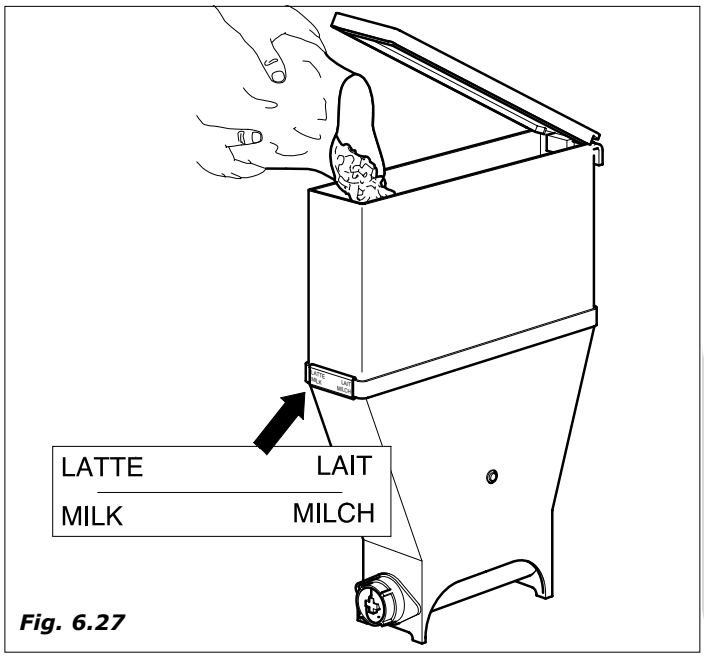

Fig. 6.27
- levantar a tampa de cada recipiente e por o produto como indicado na etiqueta *(Fig.6.27)*